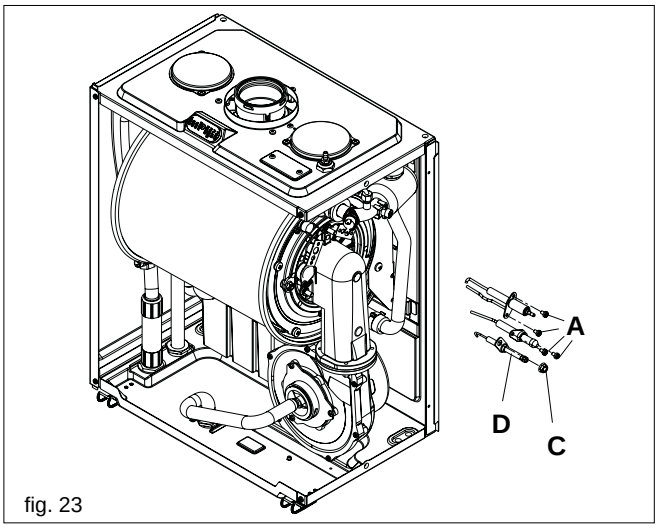

fig. 23
6.13 ELECTRODES & CONDENSE SENSOR (fig. 23)